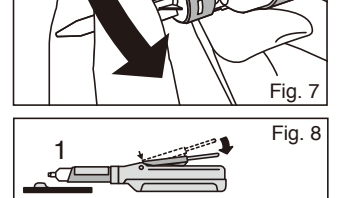

Fig. 8
2) Doseerimiskoguse muutmiseks liiguta reguleerimiskangi edasi või tagasi suunas (Fig. 8).
2) The adjusting guide can be moved forwards or backwards to change the quantity of material to be dispensed (Fig. 8). Set the adjusting guide to the front of the lever for cementation of multiple brackets.